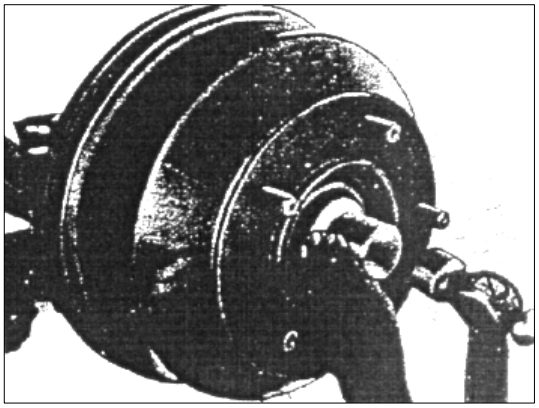

РИС. 283
8) Поднесите собранную ступицу переднего колеса без внутреннего кольца внешнего конического роликового подшипника аккуратно к поворотной цапфе. Убедитесь, что защитное кольцо не повреждено. Наденьте ступицу переднего колеса в сборе на поворотную цапфу. Наполните обойму наружного конического роликового подшипника смазкой и смажьте внутреннее кольцо вместе с упорной шайбой на поворотной цапфе. Установите внутреннее кольцо, используя оправку 2651 5890 3503 (см. рис.283).